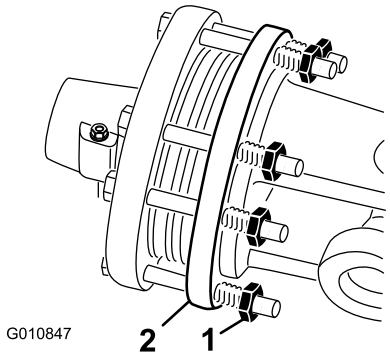

Rysunek 48
1. Pod koniec sezonu przekręć do tyłu każdą z nakrętek sprzęgła o 2 obroty (Rysunek 48).